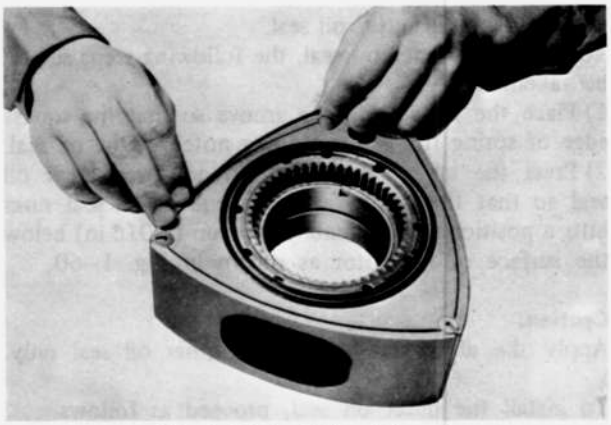

Fig. 1–61 Installing side seal
4. Fit the side seal springs and side seals into their respective grooves as shown in Fig. 1–61.